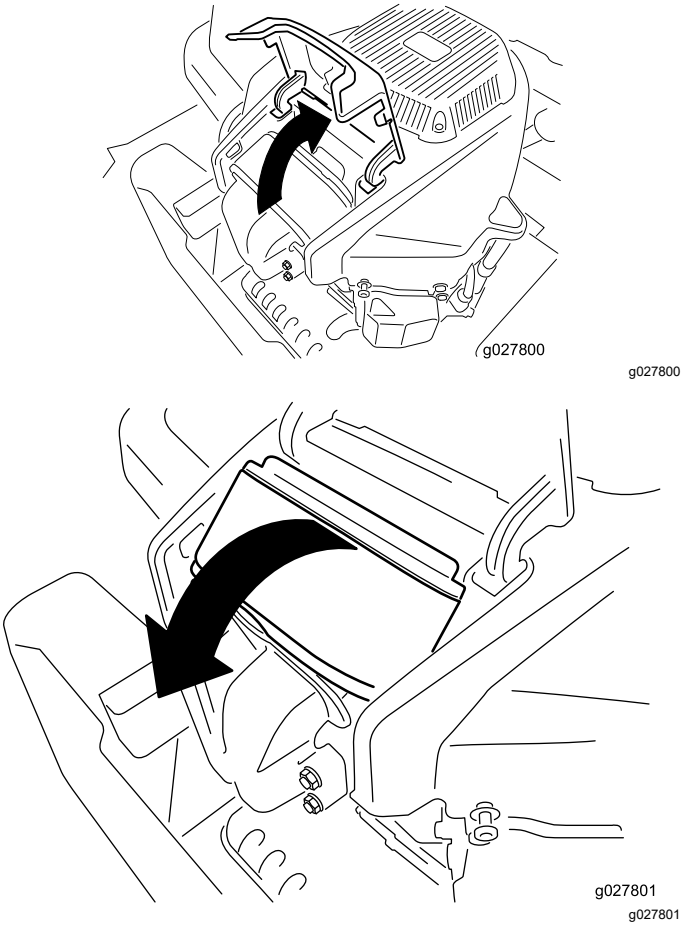

Figuur 36
4. Til het deksel op en draai het luchtfilter uit de motor (Figuur 36).